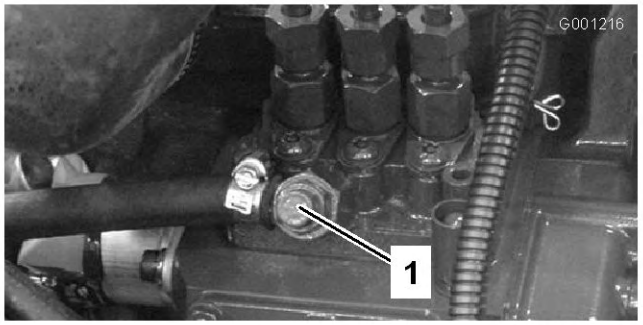

Figur 30
3. Åbn udluftningsskruen på brændstofindsprøjtningspumpen (Figur 30).